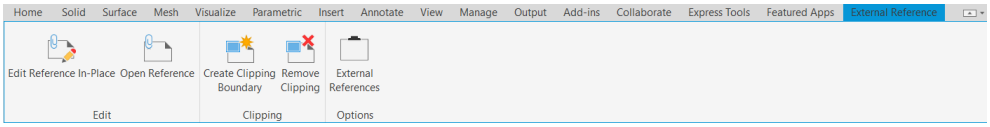

Figure 2-35** The **External Reference** contextual tab added to the **Ribbon
1. To edit in-place, select an external referenced object; the **External Reference** contextual tab will be added to the **Ribbon**, as shown in Figure 2-35. Choose the **Edit Reference In-Place** tool from the **Edit** panel; the **Reference Edit** dialog box will be displayed.